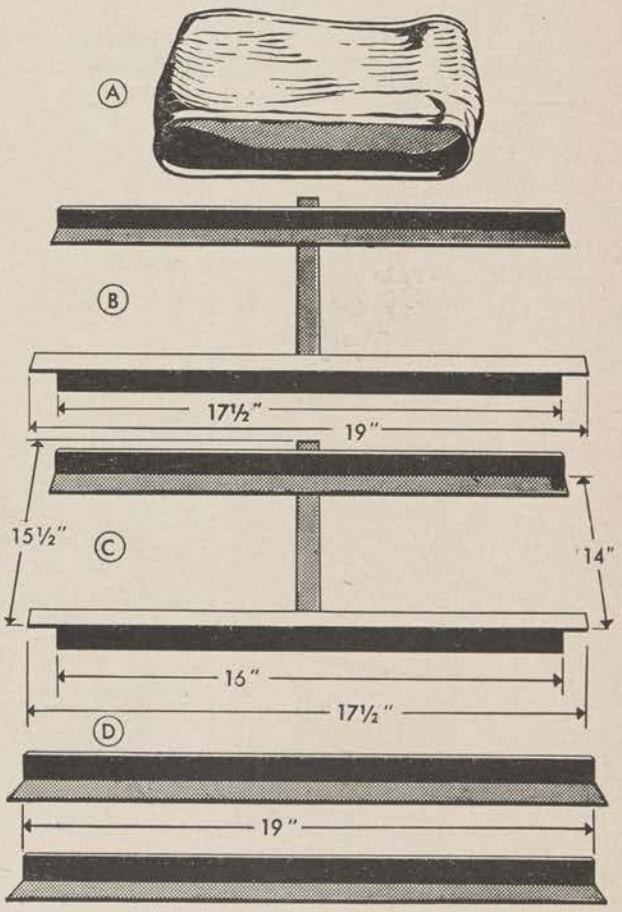

Figure 39. Parts necessary for adapting range, field, M1937, for pastry baking.
(1) For the bottom shelf, cut two angle irons, 19 inches long (D, fig. 39). Place these on the middle burner rails in the cabinet and lay on them any large flattened can (A, fig. 39). This can serves to distribute the heat evenly and will be found more satisfactory than a single piece of metal.
(2) For the center shelf, construct an angle iron pan rest in the shape of an H (B, fig. 39), Make the rest 19 inches wide and not more than 23 inches deep. In order to fit the rest to the top
(3) For the top shelf, construct an H rest similar to that described in *(b)* above. (See C, fig. 39.) Make the rest $17\frac{1}{2}$ inches wide and cut a notch $\frac{3}{4}$ of an inch from each end of the front iron. Fit the rest onto the rails in the cabinet which are normally used for the roasting pan.